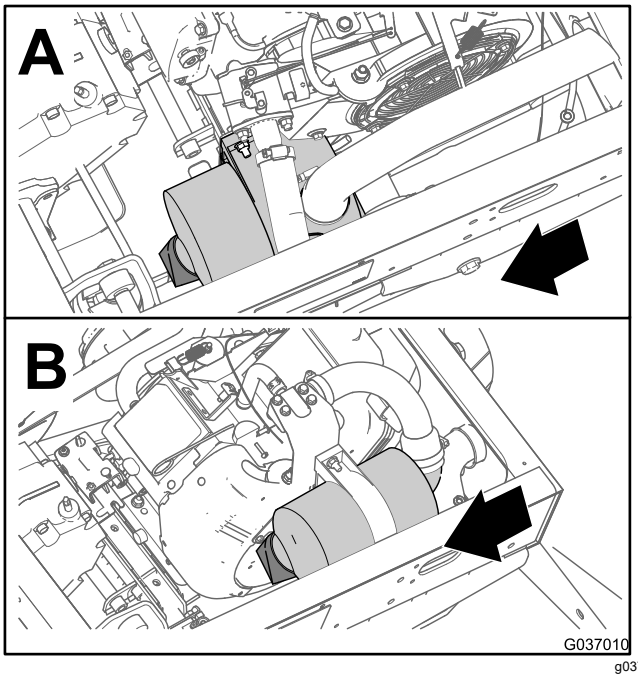
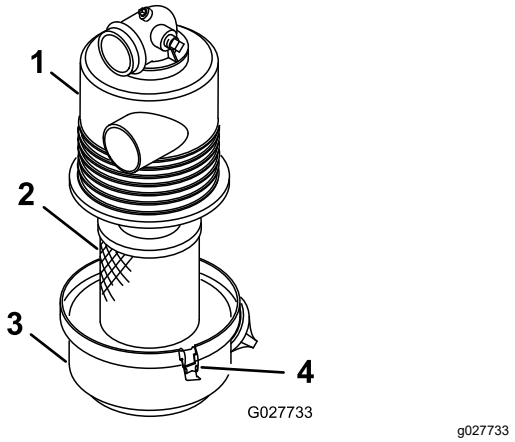

Figuur 36
Figuur 37
2. Controleer de luchtfilterbehuizing op beschadigingen die een luchtlek zouden kunnen veroorzaken (Figuur 36 en Figuur 37).
3. Open de sluitingen waarmee het deksel van het luchtfilter is bevestigd aan het luchtfilterhuis (Figuur 37).
4. Maak het luchtfilterdeksel los van de luchtfilterbehuizing, en reinig de binnenkant van het deksel (Figuur 37).
3. Steek het luchtfilterelement in de luchtfilterbehuizing (Figuur 37).
4. Lijn het deksel van het luchtfilter uit met de luchtfilterbehuizing (Figuur 37).
5. Bevestig het deksel met de vergrendelingen aan de behuizing (Figuur 37).